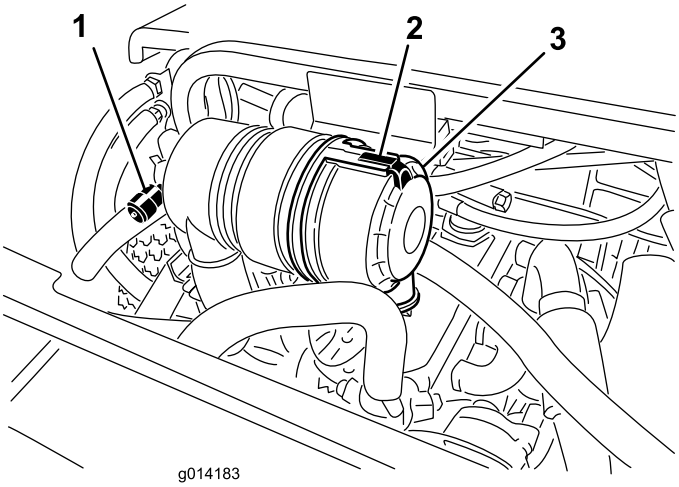

Figura 43
Effettuate la manutenzione del filtro dell'aria quando l'indicatore (Figura 43) lo richiede. Sostituendo il filtro dell'aria prima del necessario si aumenta il rischio che la morchia penentri nel motore quando si toglie il filtro.
1. Liberate il fermo che fissa il coperchio del filtro dell'aria al relativo corpo (Figura 43).